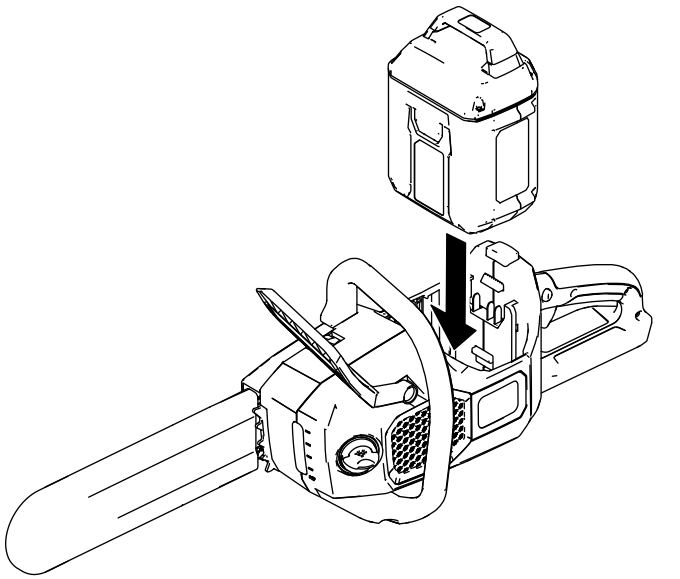

**Figur 7**
3. Flugt batteripakkens trækstang med batterihulrummet i kædesaven (Figur 7).